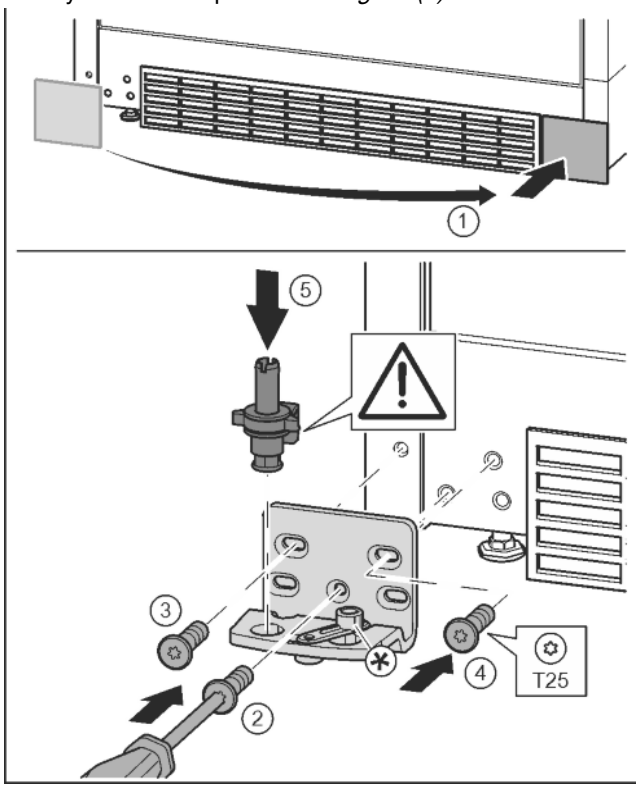

Fig. 18
- ▶ Снять крышку и поставить с другой стороны. *Fig. 18 (1)*
- ▶ Установить опорный кронштейн с другой стороны и прикрутить с помощью отвертки T25. Начинать с винта 2 в центре. *Fig. 18 (2)*
- ▶ Затянуть винты 3 и 4. *Fig. 18 (3, 4)*
- ▶ Снова установить опорный палец в сборе. При этом следить за тем, чтобы выступ фиксатора был направлен назад. *Fig. 18 (5)*